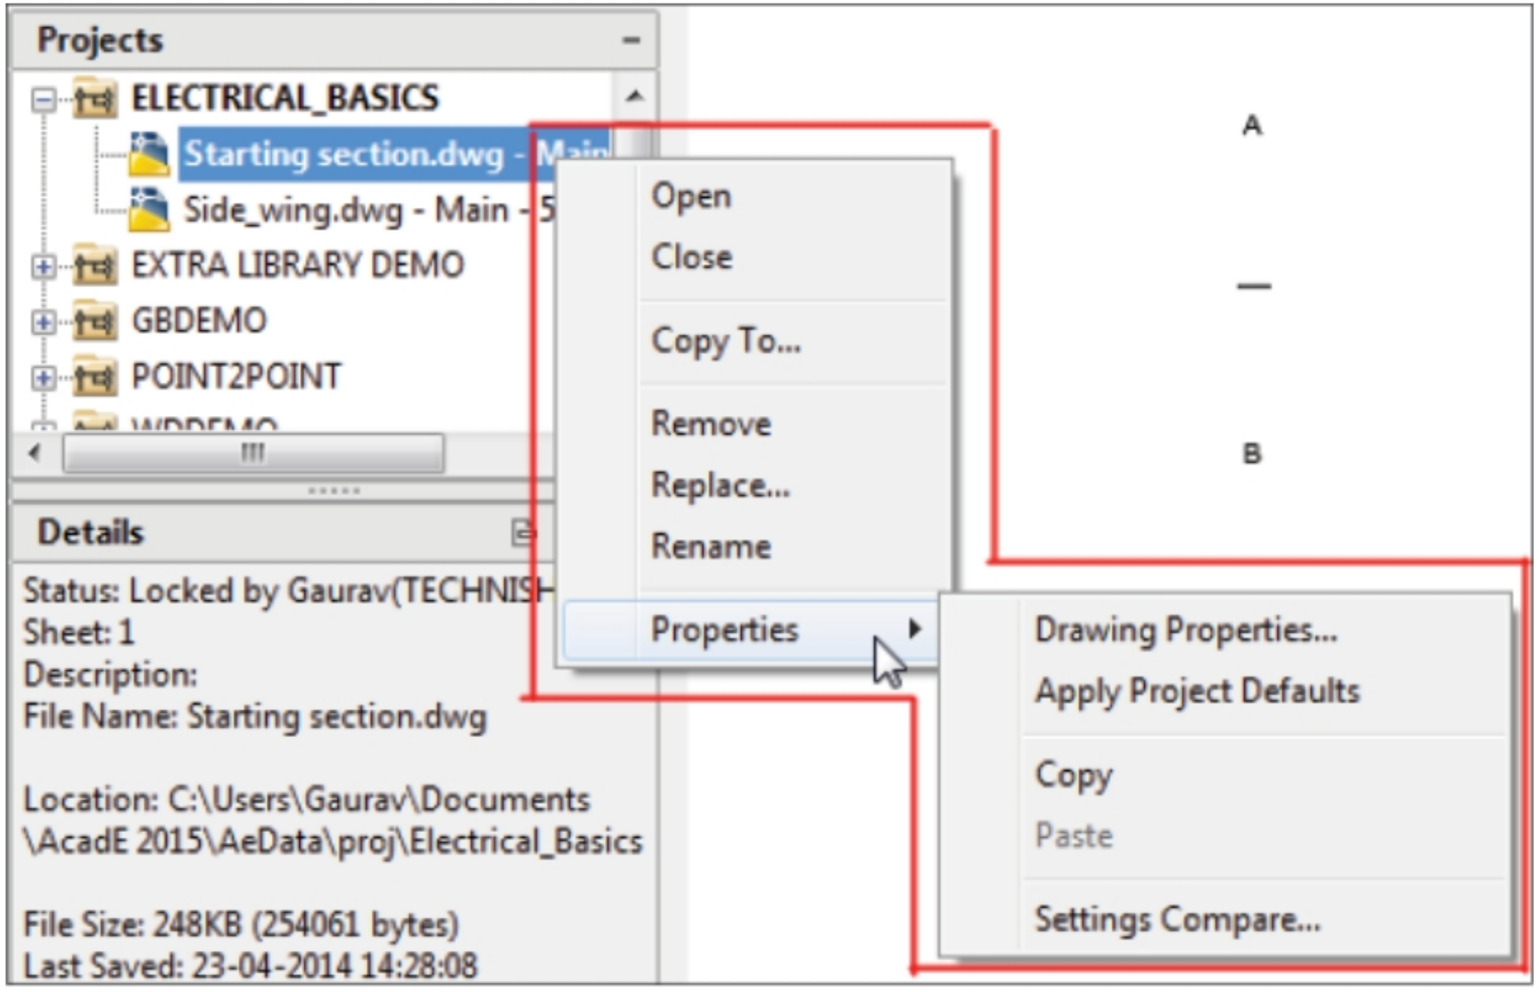

Figure-16. Shortcut menu
- Right-click on the name of current drawing in the **Project Manager**. A shortcut menu will be displayed as shown in Figure-16.